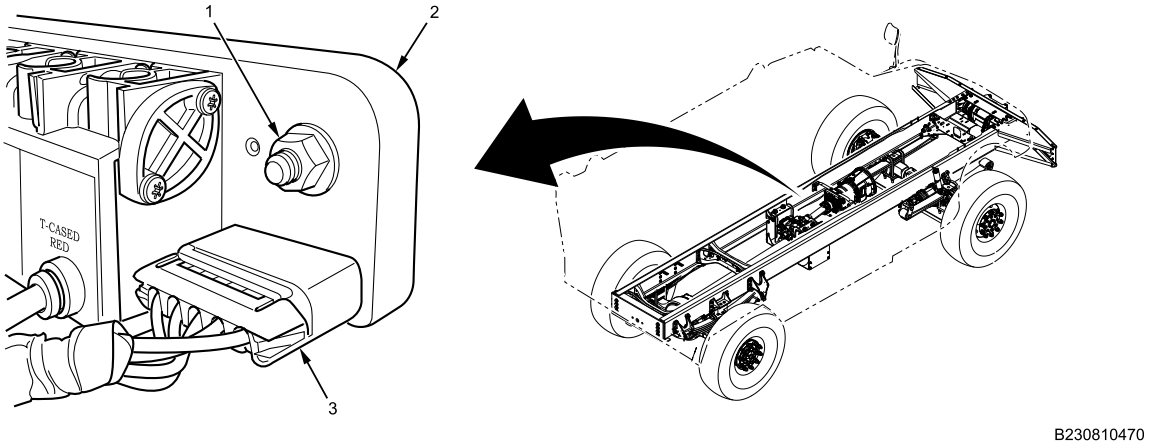
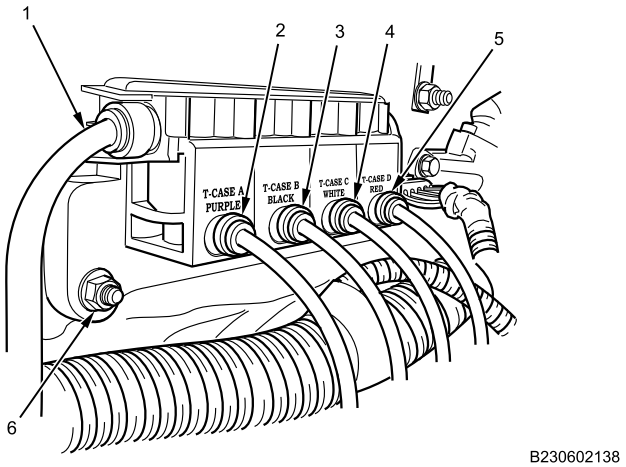

Figure 1. 4-Pack Air Solenoid Module Harness Connection.
Figure 2. 4-Pack Air Solenoid Module Air Line Connections.
1. Disconnect wiring harness connector (Figure 1, Item 3) from 4-pack air solenoid module (Figure 1, Item 2).
2. Disconnect air line delivery (Figure 2, Item 1) from 4-pack air solenoid module.
3. Disconnect air line supply (Figure 2, Item 2 through 5) from 4-pack air solenoid module.
4. Remove 4-pack air solenoid module nuts and bolts (Figure 1, Item 1) and (Figure 2, Item 6) from 4-pack air solenoid module (Figure 1, Item 2) and remove 4-pack air solenoid module.